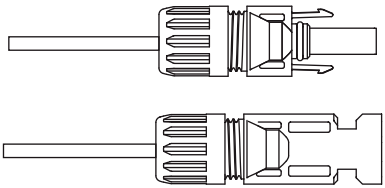

Figura 5.5 Conector com Porca Aparafusada
c) Insira o pino de contato na parte superior do conector e aperte porca da capa na parte superior do conector. (como mostrado na figura 5.5).